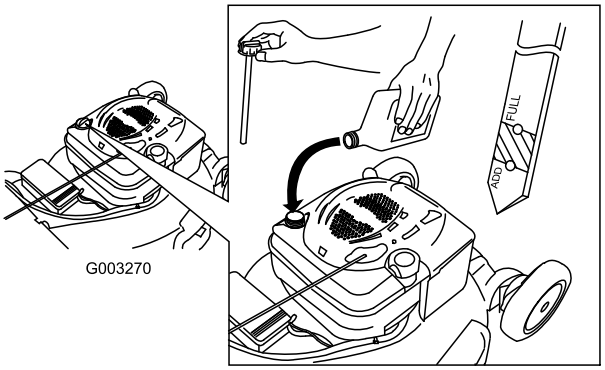

**Figuur 36**
4. Giet **langzaam** olie in de vulbuis totdat het peil de Vol-markering op de peilstok (Figuur 36) bereikt. **Niet te vol vullen.** (Maximale vulhoeveelheid: 0,59 l, type: SAE 30W reinigingsolie, met onderhoudsclassificatie SF, SG, SH, SJ, SL van het American Petroleum Institute (API) of hoger).